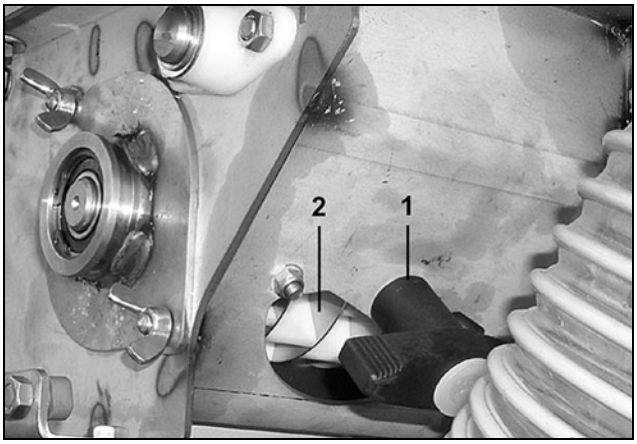

図 117
- 残留物排出フラップ（図 117/2）をグリップ（図 117/1）の回転で開きます。
- 残留物排出フラップ（図 117/2）を閉じ、種子用タンクに空の種子収容容器を固定します。